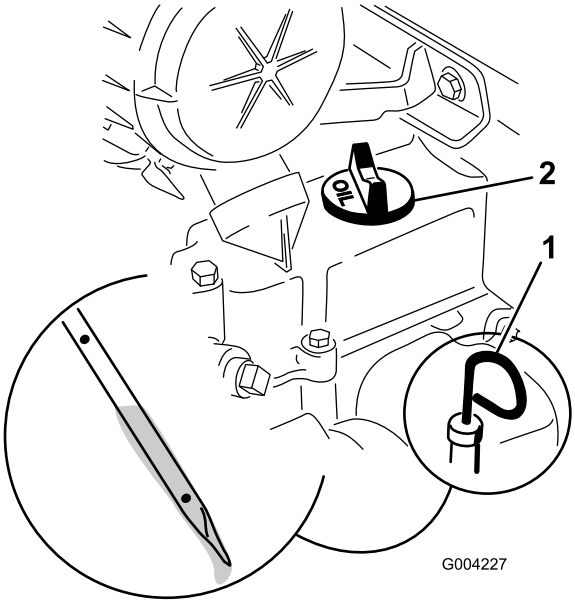

Figuur 15
2. Verwijder de peilstok en veeg deze af met een schone doek (Figuur 15).
3. Steek de peilstok in de buis. Let erop dat de peilstok er volledig in schuift (Figuur 15).
4. Haal de peilstok eruit en controleer het oliepeil (Figuur 15).
5. Als het oliepeil te laag is, moet u de olievuldop (Figuur 15) losdraaien en voldoende olie bijvullen totdat het peil de Vol-markering op de peilstok bereikt.
6. Plaats de peilstok weer stevig op zijn plaats (Figuur 15).